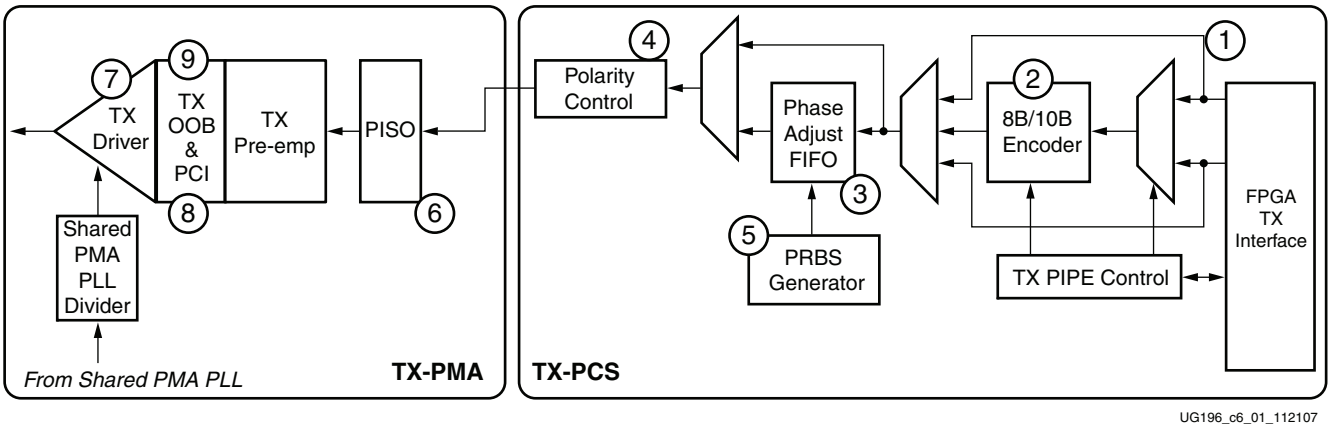

Figure E-2: **GTP TX Block Diagram**
Figure E-2 shows a detailed block diagram of the GTP TX. Refer to Chapter 6, GTP Transmitter (TX), and Figure 6-1, page 103 for more details on this figure and the GTP transmitter blocks.
Table E-1 defines the latency for the specific functional blocks or group of functional blocks of the TX section of the GTP transceiver. The values in the Block Number column correspond to the circled numbers in Figure E-2.